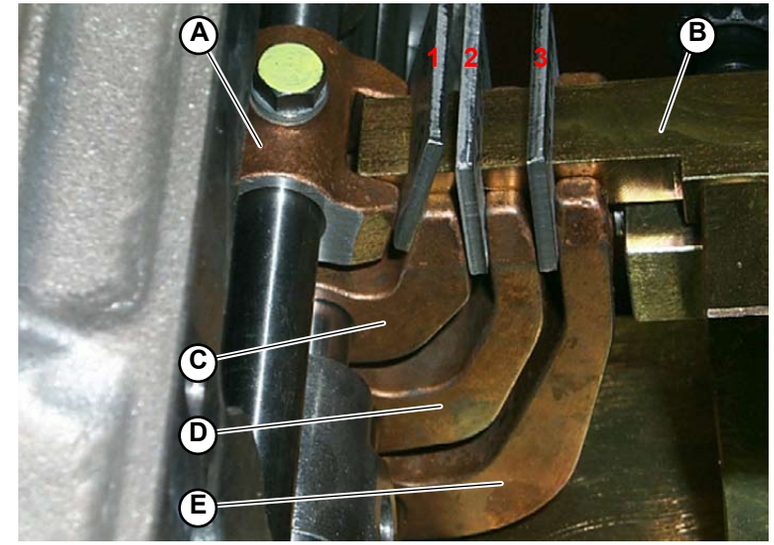
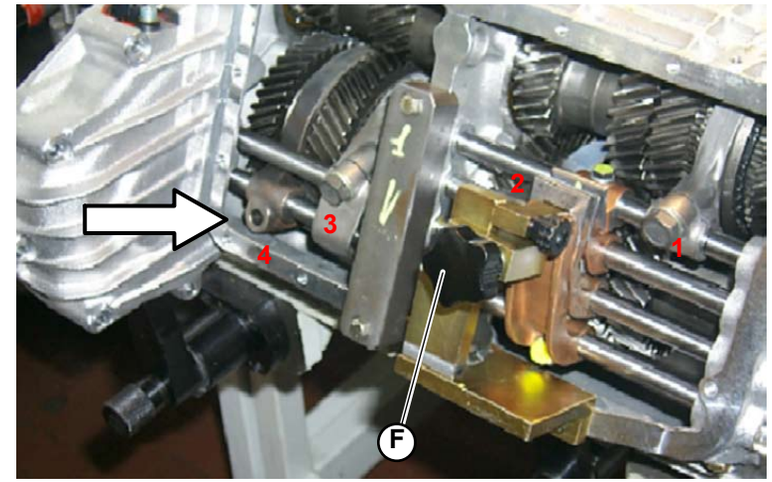

Fig.4
Fig.5
4. Position the centering rods at zero and after securing the tooth **(A-Fig.4)**, assemble the tool for resetting the teeth **(B-Fig.4)**.
5. After lowering the tool's flag (B-Fig.4), insert the shim **(1-Fig.4)** and hold it against the tooth **(A-Fig.4)** using the knob **(F-Fig.5)**. Then secure the tooth **(C-Fig.4)**.
6. Insert the shim **(2-Fig.4)**, placing it against the tooth **(C-Fig.4)** using the knob **(F-Fig.5)** and secure the tooth **(D-Fig.4)**.
7. Insert the shim **(3-Fig.4)**, placing it against the tooth **(D-Fig.4)** using the knob **(F-Fig.5)** and secure the tooth **(E-Fig.4)**.
8. After securing the screws onto the teeth, tighten the forks **(1/2/3-Fig.5)** as follows:
9. To tighten the fork **(4-Fig.5)**, keep it pressed in the direction of the arrow so the clearance at the base of the fork is eliminated, then tighten.